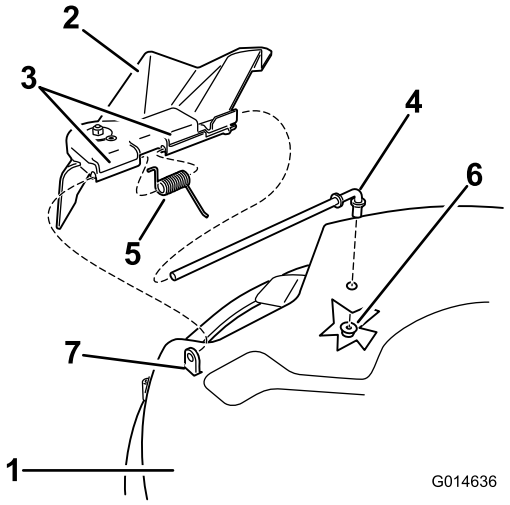
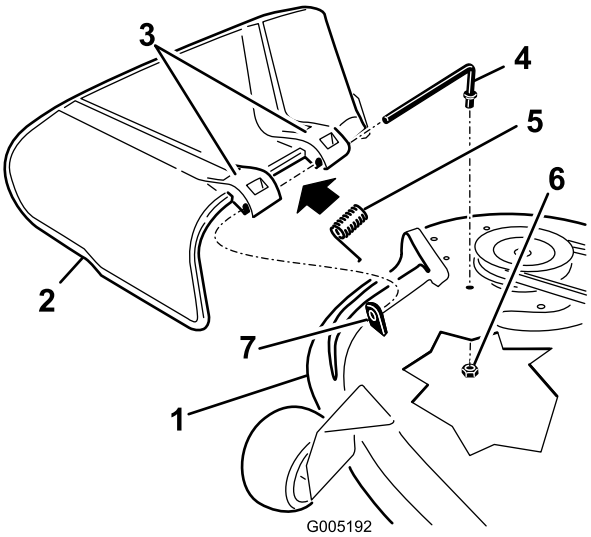

Figur 66
Figur 67
1. Find de viste dele i Figur 66 og Figur 67.
2. Fjern møtrikken (3/8 tomme) fra stangen under plæneklipperen (Figur 67).
3. Skub stangen ud af det korte afstandsstykke, fjederen og græsdeflektoren (Figur 67).
5. Udskift græsdeflektoren (Figur 67).
7. Anbring fjederen på stangen, med endekabler nedad, og mellem græsdeflektorbeslagene. Skub stangen gennem det andet græsdeflektorbeslag (Figur 67).
9. Fastgør stangens bageste ende i plæneklipperen med en møtrik (3/8 tomme), som vist i Figur 67.